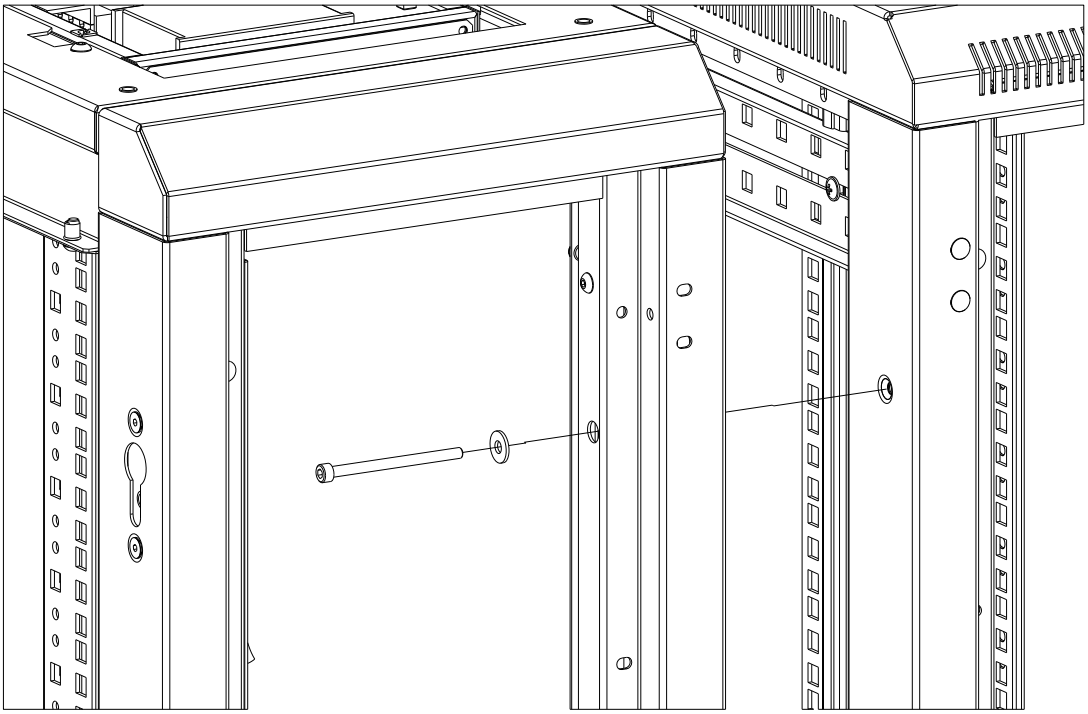

Рисунок 5
- Присоедините задние опоры посредством длинного болта M5x12 и шайбы 5,3. Вставьте винты в отверстия для соединения в охлаждающем устройстве (внутри устройства) и ввинтите их в гайки, установленные в опорные консоли. Воспользуйтесь шестигранным ключом размера 4, см. рис. 5.